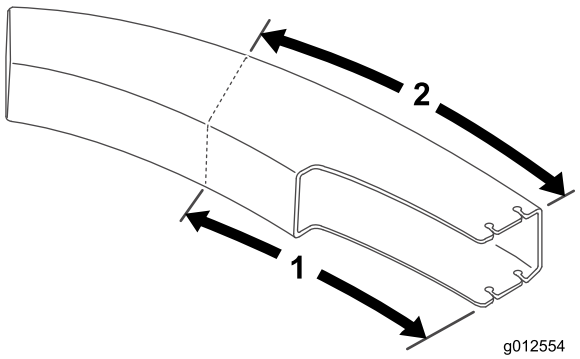

Figura 28
1. Usando as dimensões mostradas na Figura 28, use uma fita métrica e marque a calha.